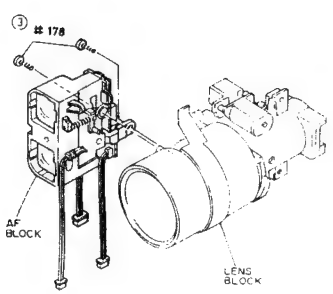

Fig. 2-105
2) Unsolder two (2) connectors on the autofocus circuit board. (See Fig. 2-105)
3) Remove two (2) screws holding the AF block.